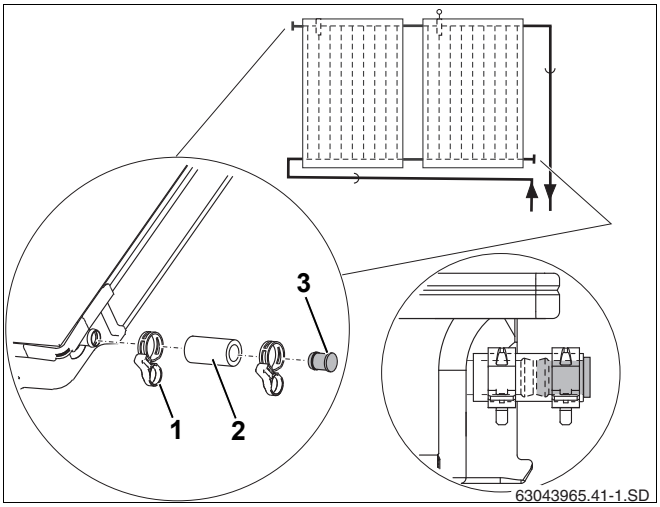

Рис. 43 Установка заглушек и пружинных хомутов
- Надеть шланги 55 мм (рис. 43, **поз. 2**) с предварительно установленными на них заглушками на оба свободных штуцера поля коллекторов.